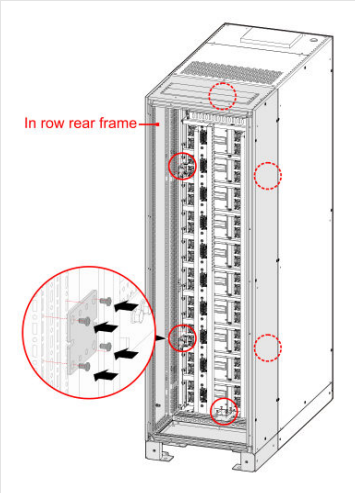

FIGURE 3-17 Fixing the in-row rear frame
2. Fix the in-row rear frame to the rear of the cabinet with its 4 fixing parts (Figure 3-17).